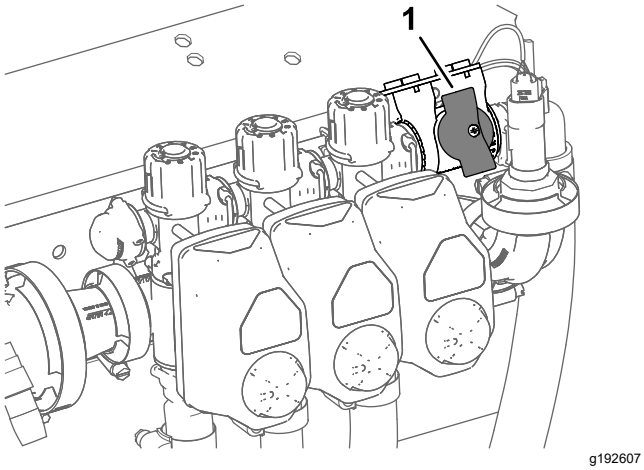

Figur 48
4. Om maskinen används i spruthastighetsläget måste du kontrollera att vredet för avstängningsventilen för sektionsöverströmning är i stängt läge (Figur 48).
5. Om maskinen används i spruthastighetsläget måste du kontrollera att avstängningsventilen för sektionsöverströmning är stängd (Figur 48).